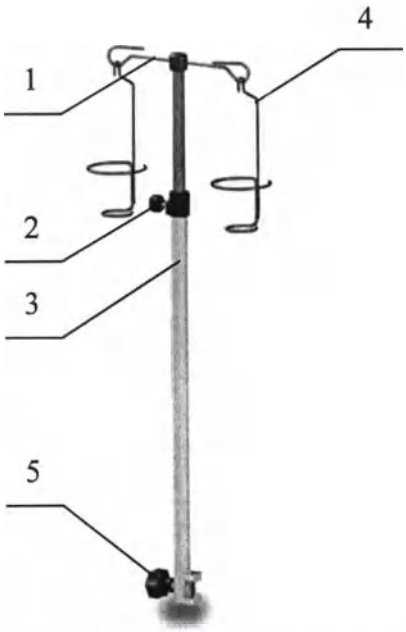

Рисунок 2. Штатив для вливаний.
2. Штатив для вливаний (инфузионная стойка). Рисунок 2. Изготовлен из нержавеющей стали, регулируется по высоте, снабжен двумя крючками 1 и двумя держателями стандартных флаконов 4. Оснащен встроенным крепежным зажимом 5 для крепления на направляющих рейках стола.
Регулирование высоты штатива производится вручную при помощи фиксатора 2 (Рисунок 2). Отрегулируйте высоту штатива, после чего зажмите фиксатор в отрегулированном положении.